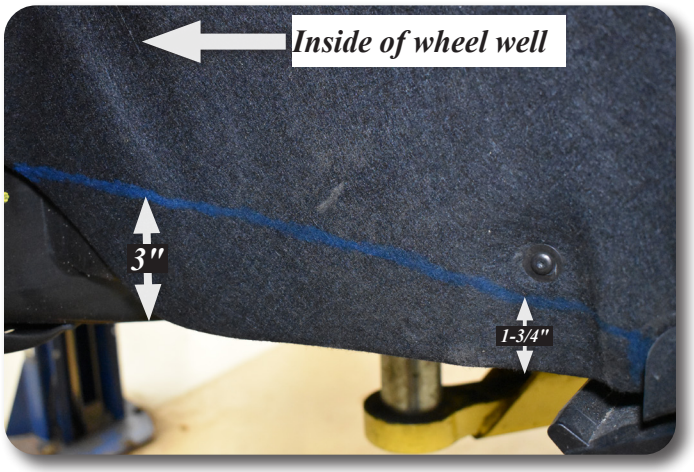

Figure 25
1. Mark the front of the rear lower fender liner as shown in Figure 25.